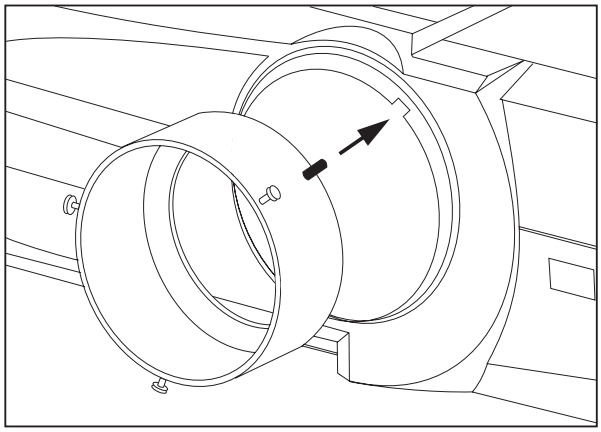

Figure 4.11. Align adapter collar pin to slot in projector
b) **INSERT THE NEW ZOOM ADAPTER COLLAR** (available separately) into the empty lens area of the projector, aligning the collar pin to the slot in the projector (Figure 4.11). Fully *loosen* all 3 collar thumbscrews. *NOTE: The adapter collar enables remote (motorized) zoom in the projector. For manual zoom adjustment, do not install this collar.*